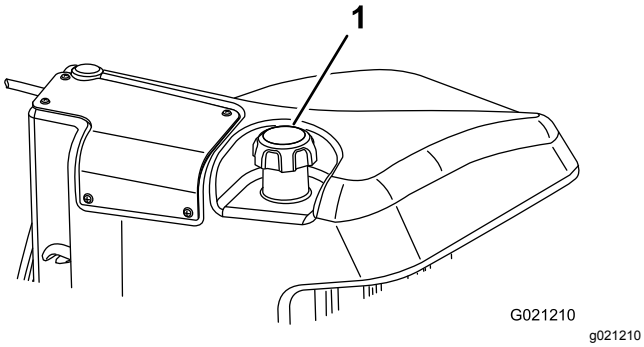

Figur 27
3. Fjern dækslet fra brændstoftanken (Figur 27).